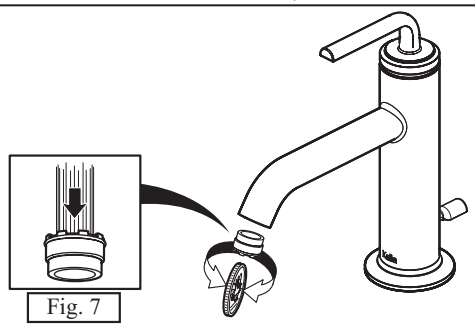

Fig. 7
- Dévisser l'aérateur à l'aide d'une pièce de monnaie et rincer l'aérateur (fig. 7).
- Unscrew the aerator using a coin and rinse the aerator (fig. 7).